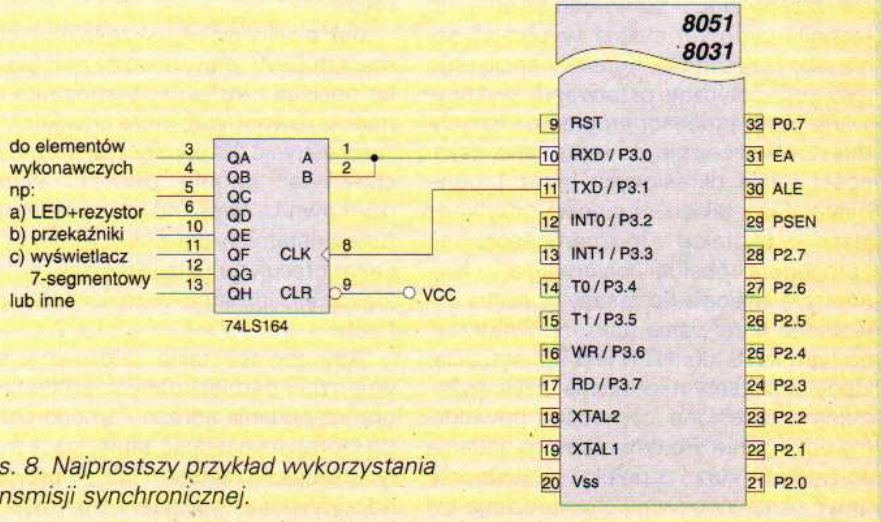

Rys. 8. Najprostszy przykład wykorzystania transmisji synchronicznej.
- synchronicznie - wtedy pin P3.0 pełni role dwukierunkowej magistrali szeregowej, po której przesyłane są dane, zaś pin P3.1 generuje sygnał taktujący, pełniąc rolę zegara (podobnie jak w szeregowych rejestrach przesuwnych np. 74164, 74165). **Rysunek 8** obrazuje sposób transmisji synchronicznej do zewnętrznego 8-bitowego rejestru TTL typu 74164.